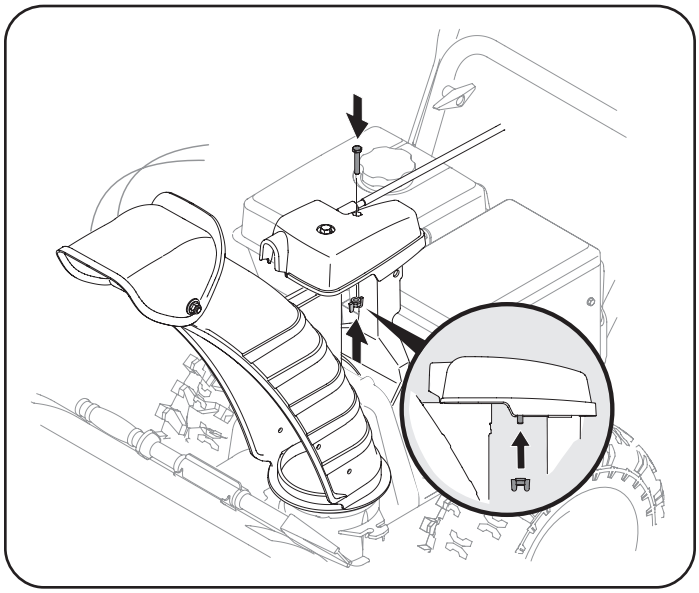

Figura 37
4. Termine de sujetar el cabezal de control del canal colocando el tornillo hexagonal y la tuerca de mariposa que extrajo en el Paso 1. Consulte Figura 37.